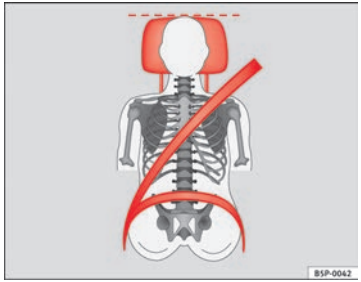

Abb. 13 Richtiger Gurtbandverlauf und richtige Kopfstützeneinstellung von vorne betrachtet
- **Das Schultergurtteil des Sicherheitsgurtes muss über die Schultermitte und niemals über den Hals verlaufen. Der Sicherheitsgurt muss flach und fest am Oberkörper anliegen ⇒ Abb. 13.**